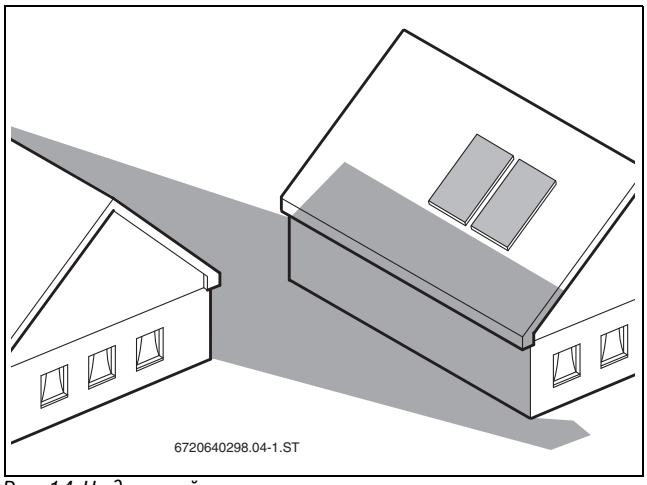

Рис. 14 Не допускайте затенения
- Не допускайте затенения (→ рис. 14).